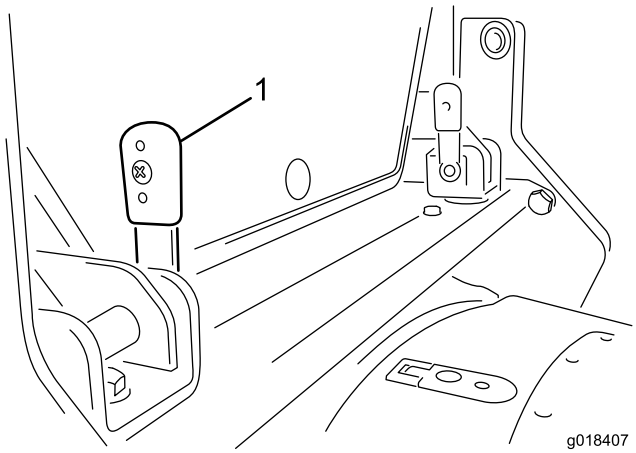

Bild 16
1. Drehen Sie die zwei Sperrhebel am Deckenbalken hinten an der Kabine so, dass sie nach vorne zeigen (Bild 16).
3. Drücken Sie die Griffe, die vertikal sind, (Bild 16) durch die Halterungen. Sie müssen die Hebel ggf. in den Halterungen hin- und herbewegen, um die Sperrstifte in den Schlitzen auszufluchten.